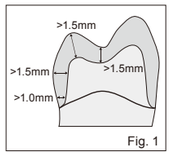

Fig. 1
- Minimum wall thickness should be 1.5 mm, 1.0 mm at margins. Prepare margins with deep chamfer or rounded shoulder. (Figure 1)